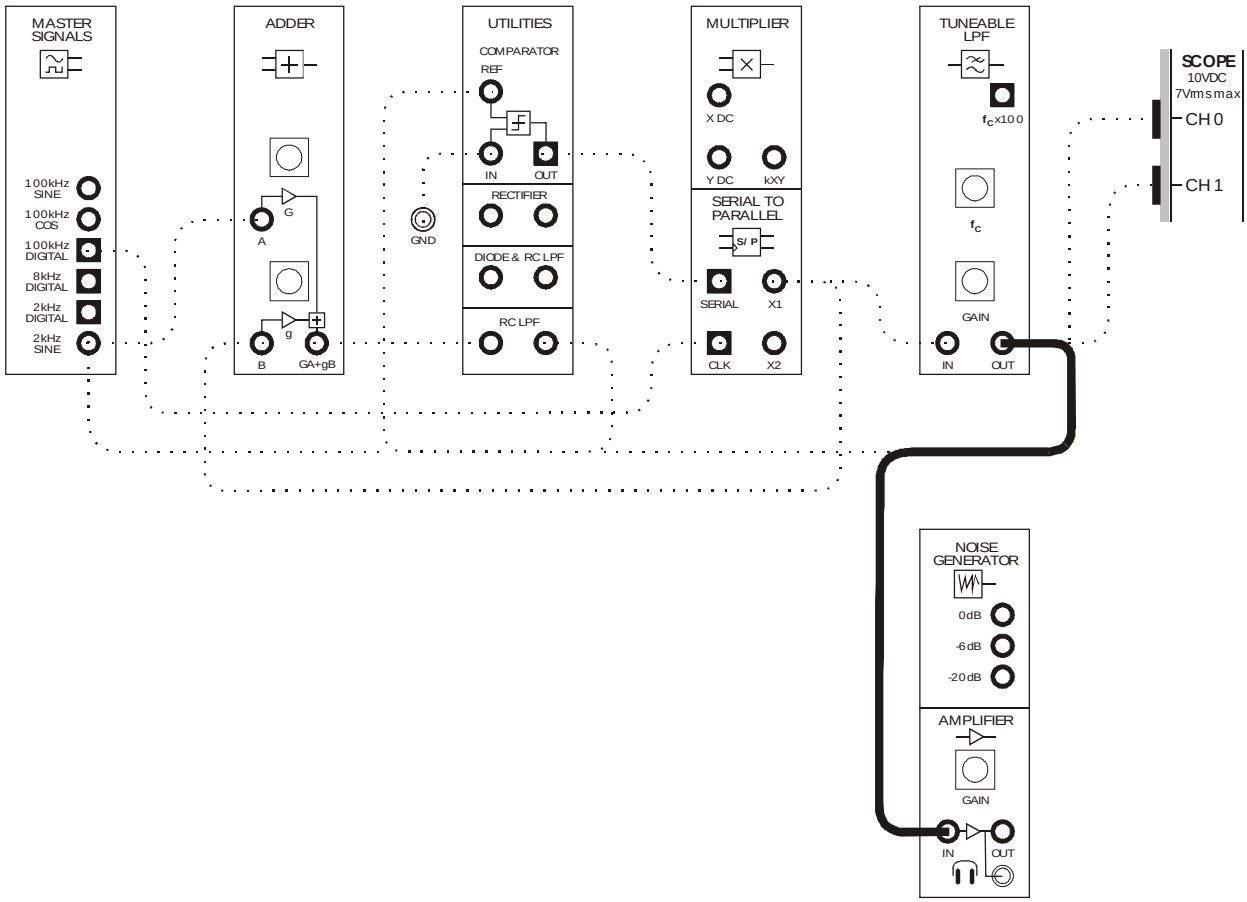

Figure 13
28. Modify the set-up as shown in Figure 13 below.